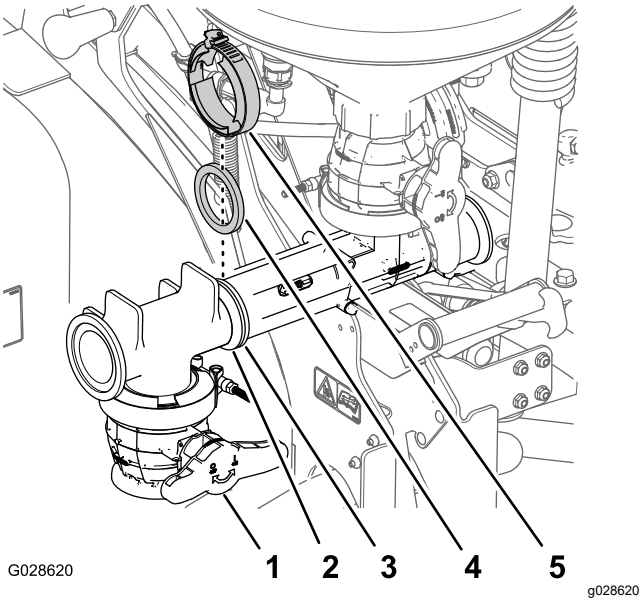

Rysunek 14
1. Ustaw kołnierz górnego trójnika równo z przednim kołnierza pompy strumieniowej (Rysunek 14).
2. Zamocuj trójnik do pompy strumieniowej z wykorzystaniem uszczelki i obejmy kołnierza (Rysunek 14).